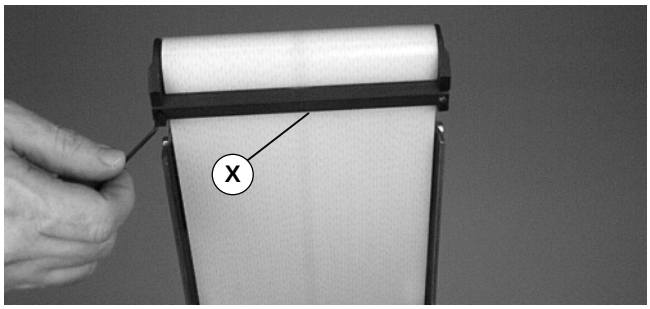

Abbildung 16
1. Unteren Abstreifer abnehmen und aufheben (X siehe Abbildung 16).
1. Unteren Abstreifer abnehmen und aufbewahren (X siehe Abbildung 16).